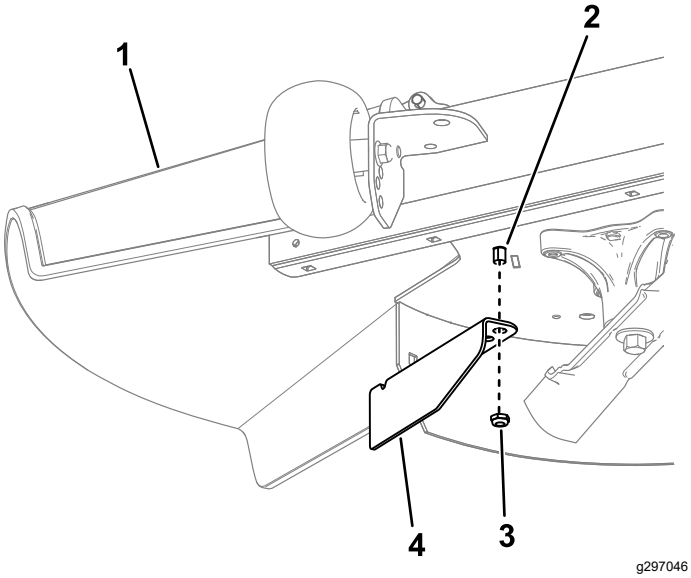

Figure 15
10. Déposez l'écrou de la tige de déflecteur d'herbe sous le plateau de coupe (Figure 15).
11. Servez-vous de l'écrou pour monter le déflecteur d'ouverture sur la tige de déflecteur d'herbe, en utilisant le trou extérieur du déflecteur (Figure 15).